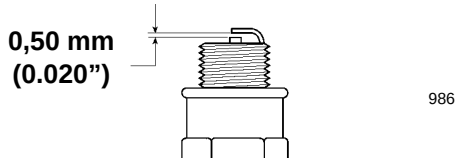

Abbildung 30
5. Den Elektrodenabstand an der neuen Zündkerze auf 0,50 mm (0.020”) einstellen (Abb. 30).